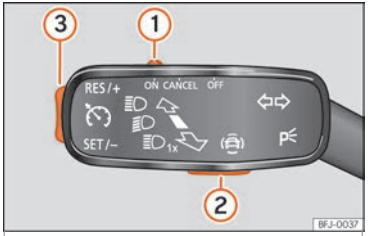

Fig. 175 Sur le levier des clignotants : des touches permettent d'actionner le limiteur de vitesse.
- Déplacez la commande ››› fig. 175 ① sur la position **ON** et appuyez sur la touche ②.
- En cours de route, appuyez sur la touche ››› fig. 175 ③ dans la zone **SET/–**.
Il est possible de régler la vitesse avec la touche ››› fig. 175 ③ :
- Déplacez la commande ››› fig. 175 ① sur la position **OFF**.
Si vous souhaitez désactiver temporairement le limiteur de vitesse, par exemple pour dépasser, déplacez la commande ››› fig. 175 ① sur la position **CANCEL** ou appuyez sur la touche ②.
Une fois le dépassement effectué, le limiteur de vitesse peut être activé avec la vitesse réglée précédemment en appuyant sur la touche ››› fig. 175 ③ dans la zone **RES/+**.